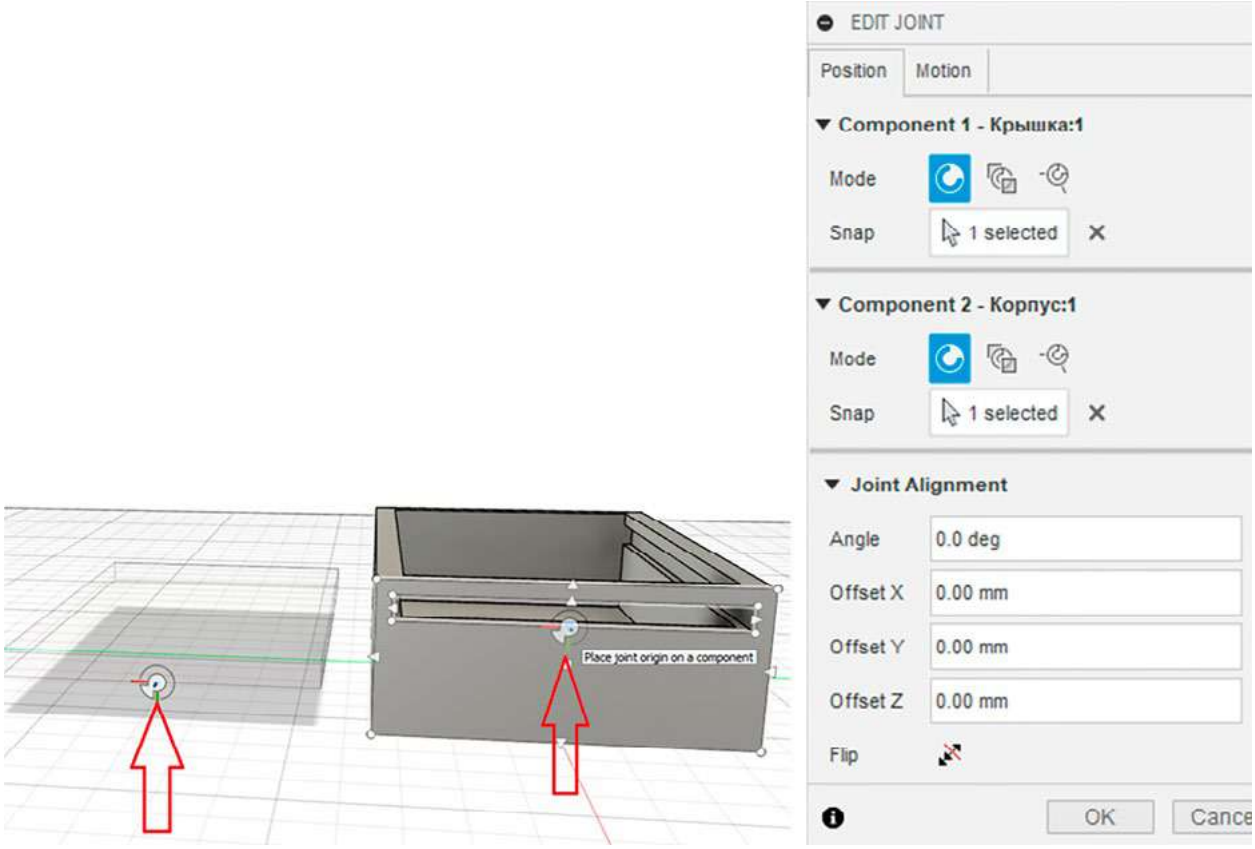

Рис. 17. Точки соединения
9. С помощью инструмента JOINT укажите точки соединения (рис. 17) на корпусе и крышке. Если необходимо, воспользуйтесь операцией FLIP (перевернуть).